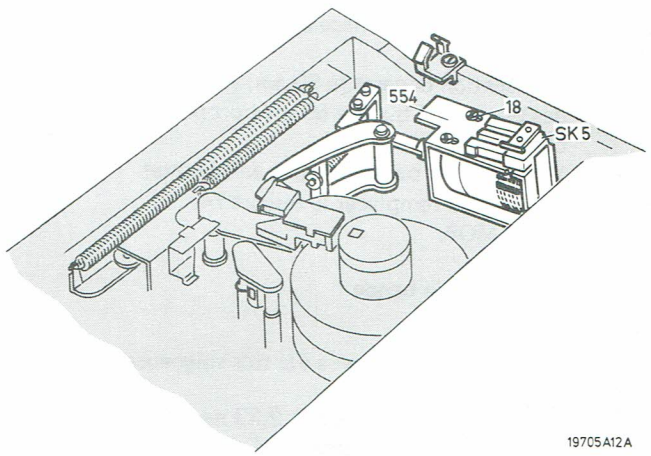

Fig. 2.20
- Desserrer quelque peu les vis 18 (Fig. 2.20) pour que le commutateur puisse être glissé.